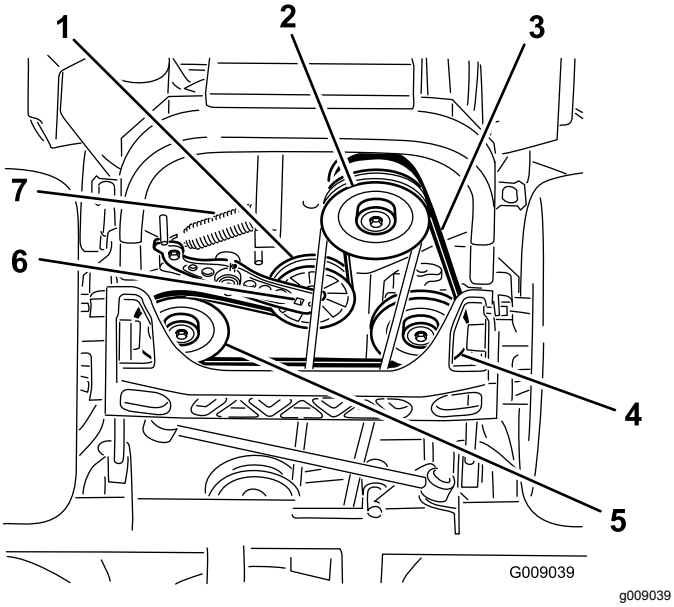

**Figuur 86**
4. Breng de machine omhoog en ondersteun ze met assteunen (Figuur 86).
5. Gebruik een ratelsleutel in de vierkante opening in de arm van de spanpoelie om de veer te verwijderen (Figuur 86).
6. Haal de veer van de arm van de spanpoelie (Figuur 86).
9. Gebruik een ratelsleutel in de vierkante opening in de arm van de spanpoelie om de veer aan het frame te bevestigen (Figuur 86).